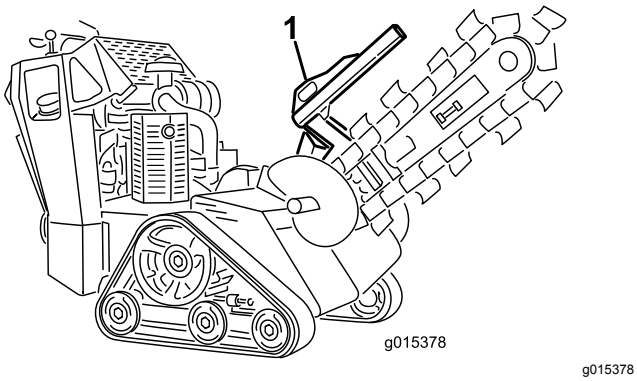
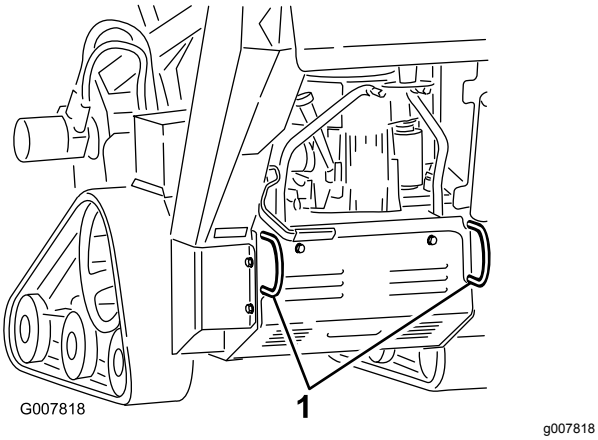

Figuur 18
Figuur 19
3. Bevestig de machine aan een aanhangwagen met kettingen of stroppen. Gebruik de bevestigings-/takelpunten aan de voor- en achterkant van de machine (Figuur 18 en Figuur 19). Raadpleeg de lokale vereisten inzake aanhangers en de bevestiging van machines.
U kunt de machine omhoogbrengen met behulp van de bevestigingspunten als hefpunten (Figuur 18 en Figuur 19).